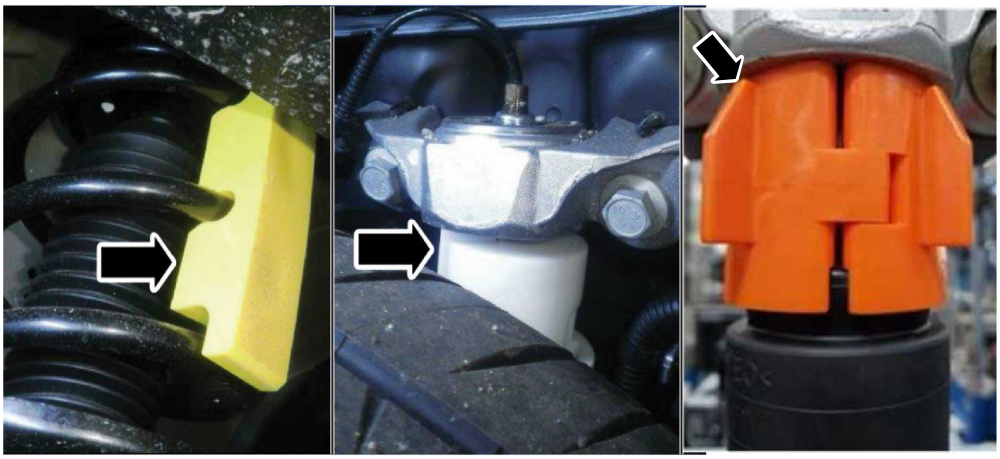

Figure 1
- ☐ If equipped, remove and store the yellow or orange spring spacers from RH and LH front coil springs in the red plastic bag included with the Ford Performance customer packet (Dark Horse). (See Figure 1)
- ☐ If equipped, remove and store the white or orange shock spacer blocks from RH and LH rear shock rods in the red plastic bag included with the Ford Performance customer packet (Dark Horse). (See Figure 1)